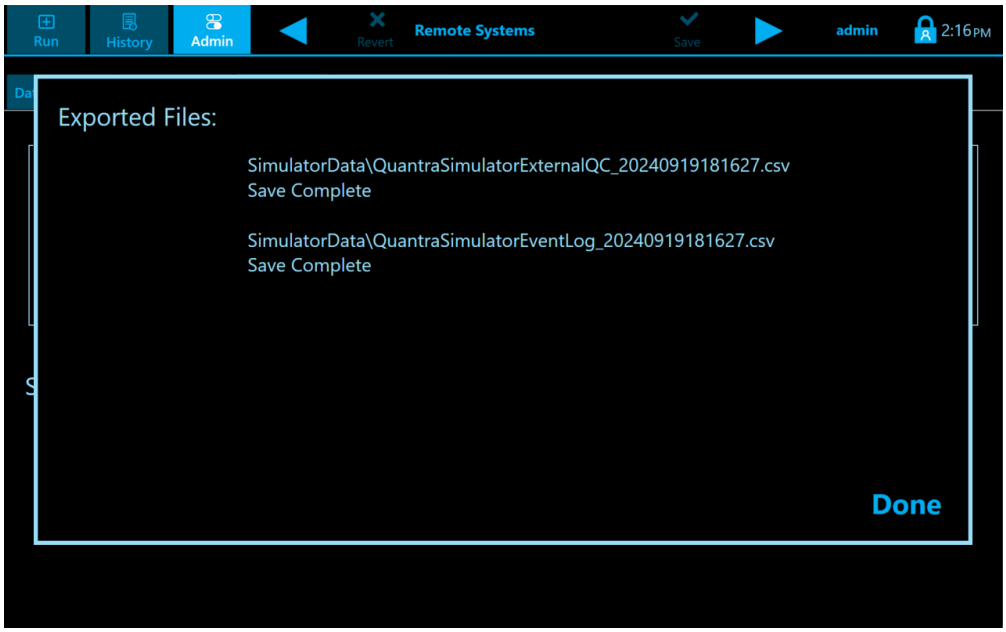

Figure 71. Exported Files Screen
d. A dialog box displays the list of exported files and indicates if the Save is complete. Select “Done” to exit the screen (Figure 71).